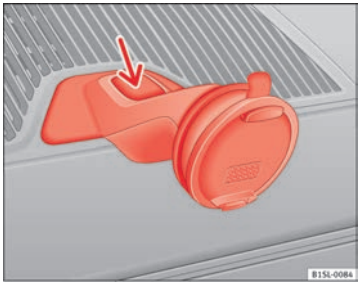

Fig. 129 Déposez le logement du navigateur.
- Appuyez sur la touche de déverrouillage du logement ⇒ fig. 129 (flèche).